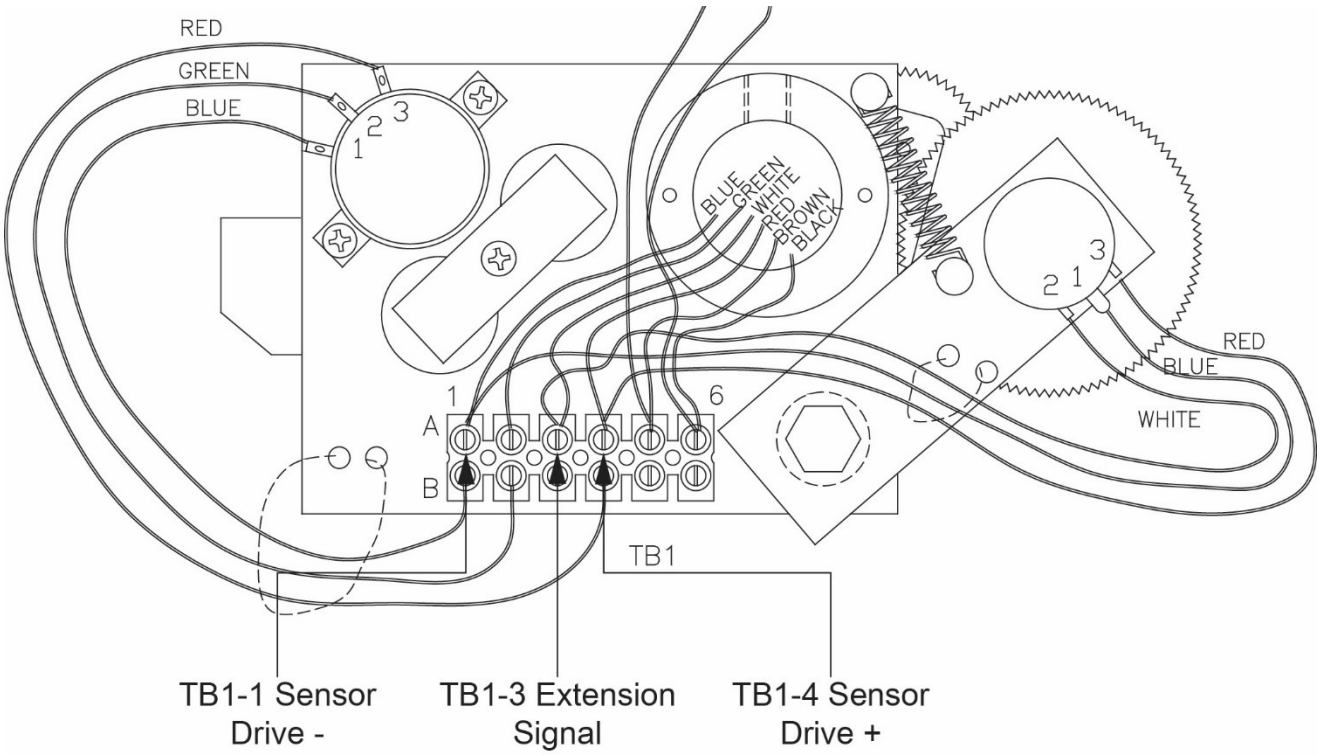

FIGURE 3.7.3 SENSOR BASEPLATE ASSEMBLY
5. Measure the voltage between TB1-3 and TB1-1 (Figure. 3.7.3).